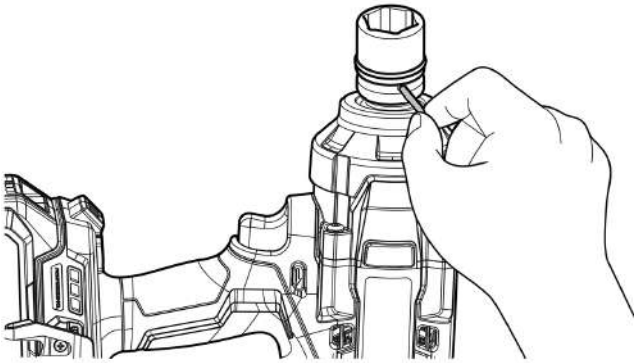

Рис. 6
6. Для снятия выполните указанные действия в обратной последовательности (Рис. 6).